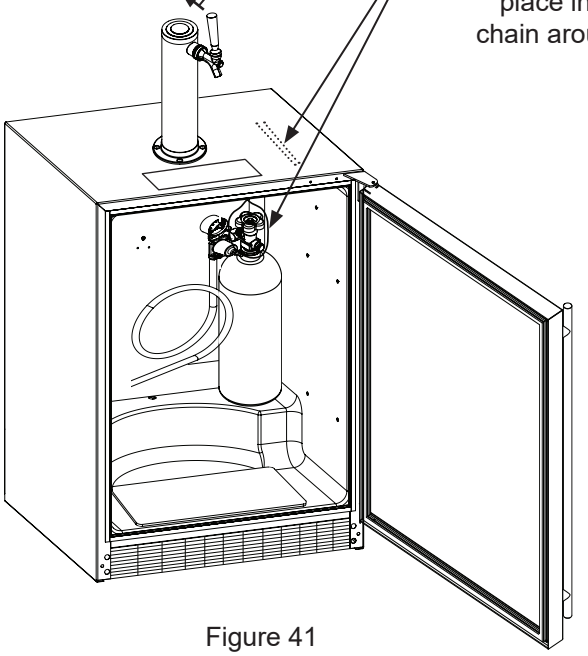

Figure 41
5. Mount the regulator to the gas tank (connection (B)). Note that the regulator has left hand threads and has to be turned counterclockwise to tighten. Tighten with the adjustable wrench or the 1⅛" open end wrench.
6. Connect the red air line(s) from the regulator to the **large** air line fitting on the keg coupler with a **large** hose clamp (connection (C)).
7. Connect the clear beer line from the tower to the **small** air line fitting on the keg coupler with a **small** hose clamp (connection (A)).
8. Locate the gas tank in the corner of the refrigerator as shown in Figure 41 and secure with the chain. Close the faucet handle on the tower.